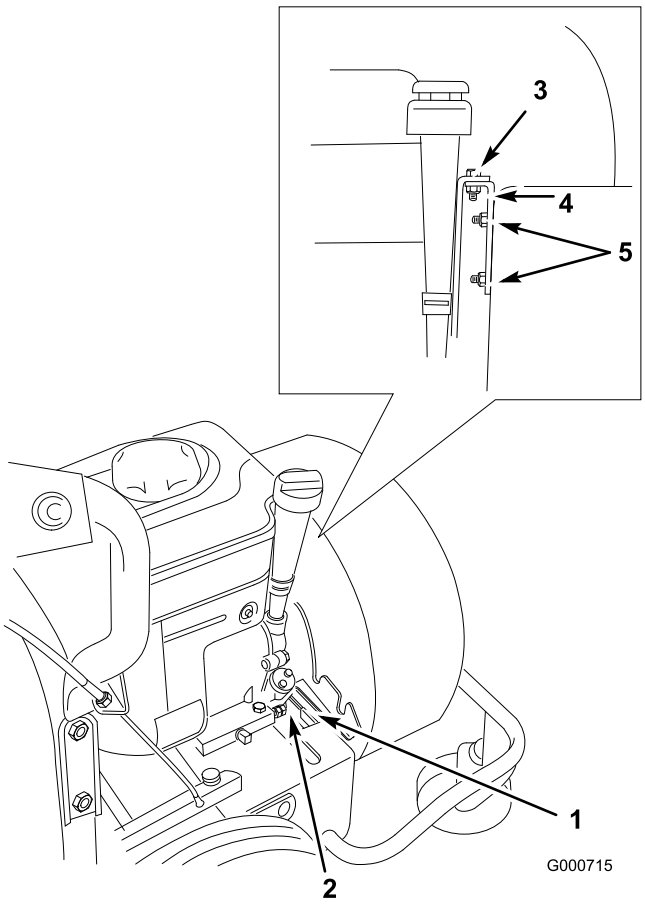

Figur 23
11. Sæt huset på plads igen, idet blæserhusets nederste monteringsbeslag skal hvile på forkanten af motorhuset (Figur 23).
12. Monter motorbeslaget på husets monteringstappe med to låsemøtrikker (Figur 23).
13. Fastgør beslaget til motorbeslaget med den bolt, der tidligere blev afmonteret (Figur 23).